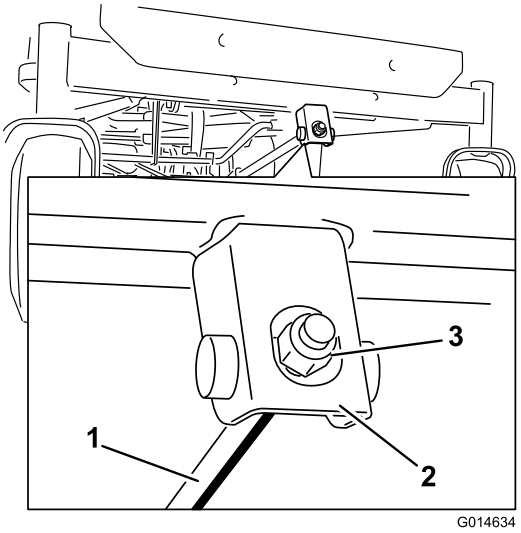

Figuur 72
1. Draai de stelmoer in de voorkant van de maaier (Figuur 72).